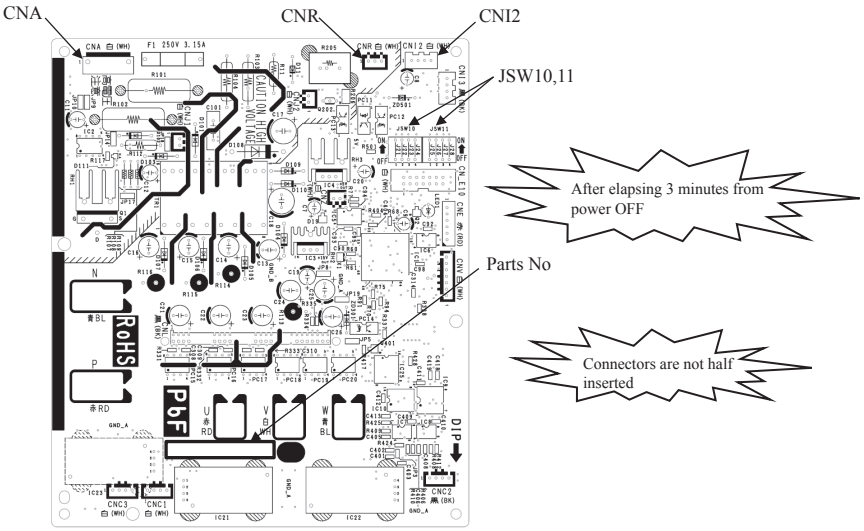
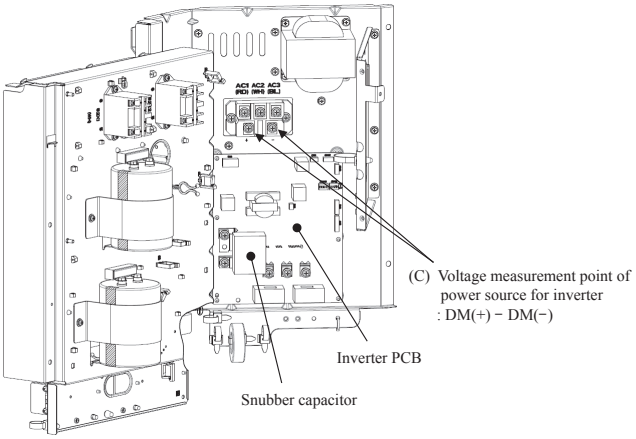

Fig.1 Parts arrangement view of inverter PCB
Fig.4 Installation place of inverter PCB
5) Open main layer and **measure voltage (DC) of a place (C)** and check that **the voltage is discharged sufficiently**. (Refer to Fig.4)
6) Disconnect connectors from the inverter PCB (Refer to Fig.1), remove a snubber capacitor (Refer to Fig.4) and harnesses (”P”,”N”,”U”,”V” and ”W”), and exchange the inverter PCB then. In the situation of being opening main layer, do not press the control from above. It will cause the product deformation or injury.